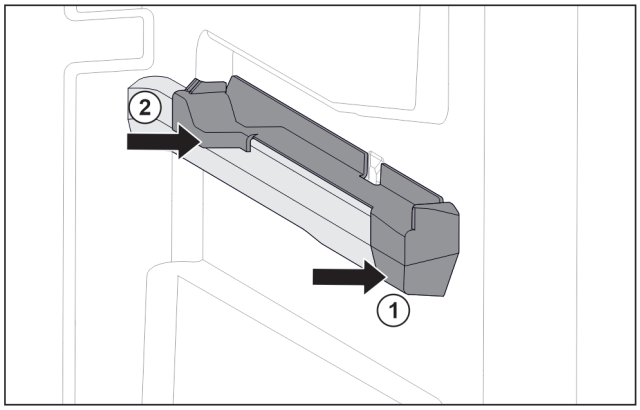

Fig. 142 Вставная часть на правом контейнерном ребре
▶ Наденьте вставную часть спереди на контейнерное ребро. *Fig. 142 (1)*
▶ Нажмите на вставную часть сзади. *Fig. 142 (2)*